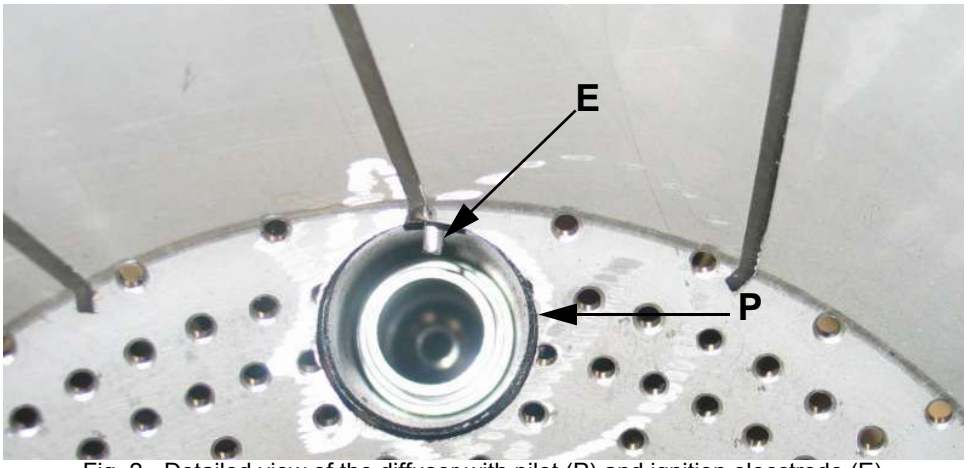

Fig. 2 - Detailed view of the diffuser with pilot (P) and ignition elecctrode (E)
1. Position VD on VB, fig. 2+3.